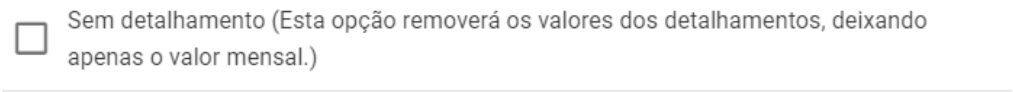

Figura 309: Sem Detalhamento
* **Sem Detalhamento (Figura 309):** Ao marcar esta caixa de seleção, o sistema removerá todos os valores existentes no painel de detalhamento para os meses selecionados, aplicando o ajuste exclusivamente no valor mensal total.